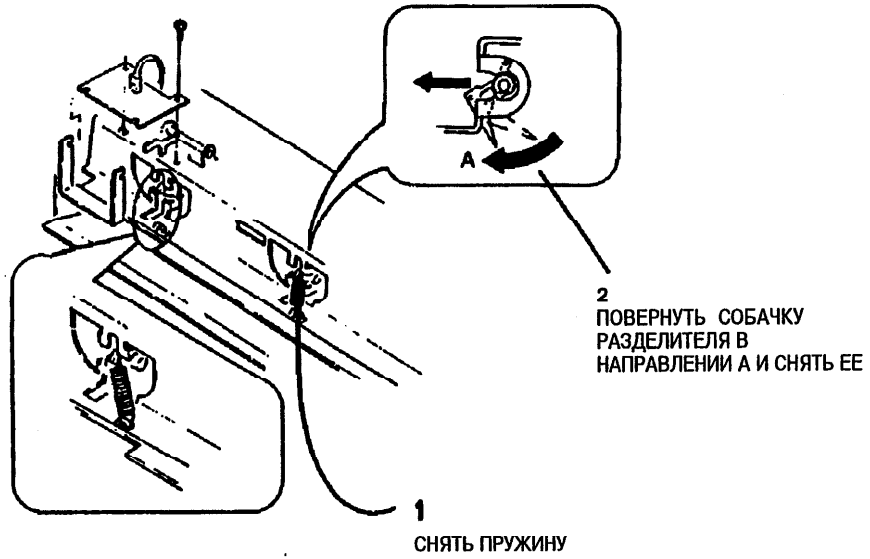

Рис. 1. Снятие собачки разделителя
2. (Рис. 1): Снять собачку разделителя.